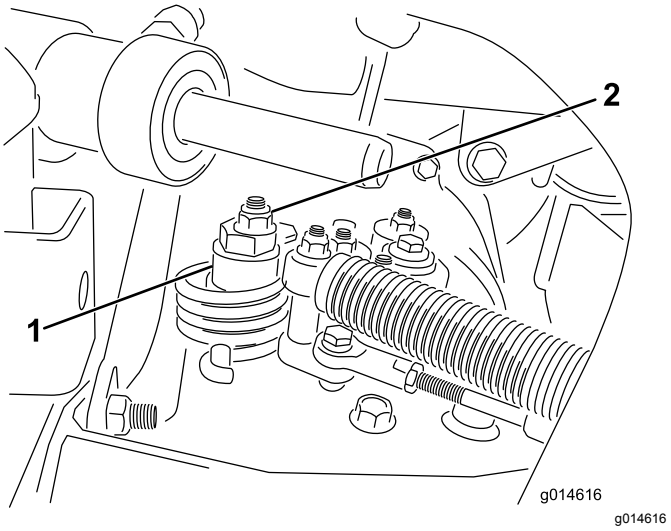

Figur 34
A. Løsne mutteren som fester eksenteren til toppen av hydrostaten (Figur 34).
C. Stram eksenteren til den ikke beveger seg i noen retning. Når hjulet ikke lenger roterer, må du stramme mutteren som låser eksenteren og justeringen (Figur 34). Kontroller justeringen med gassen i SAKTE- og HURTIG-stillingen.